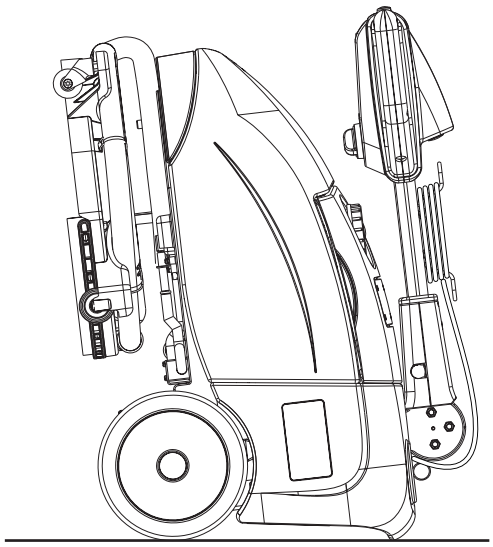

Figure 4
2. Ouvrir le couvercle (4) et débrancher le connecteur (7) de la batterie.
4. Pour mieux sauvegarder la brosse et les lamelles en caoutchouc de l'embouchure, plier le guidon (2) et garer la machine comme indiqué dans la figure 4.